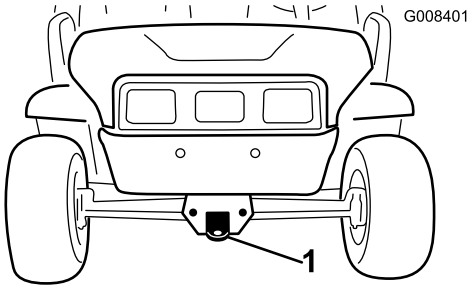
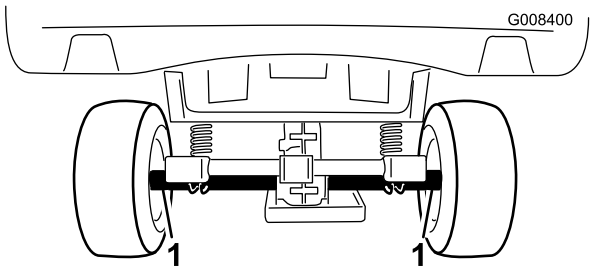

Figur 23
Figur 24
Använd en släpvagn om du ska flytta maskinen långt. Bind fast maskinen ordentligt på släpet. Se Figur 24 och Figur 23 för fästpunkternas placering på maskinen.
2. Fäst en bogserlina i bogseröglan framtill på maskinens ram (Figur 23).